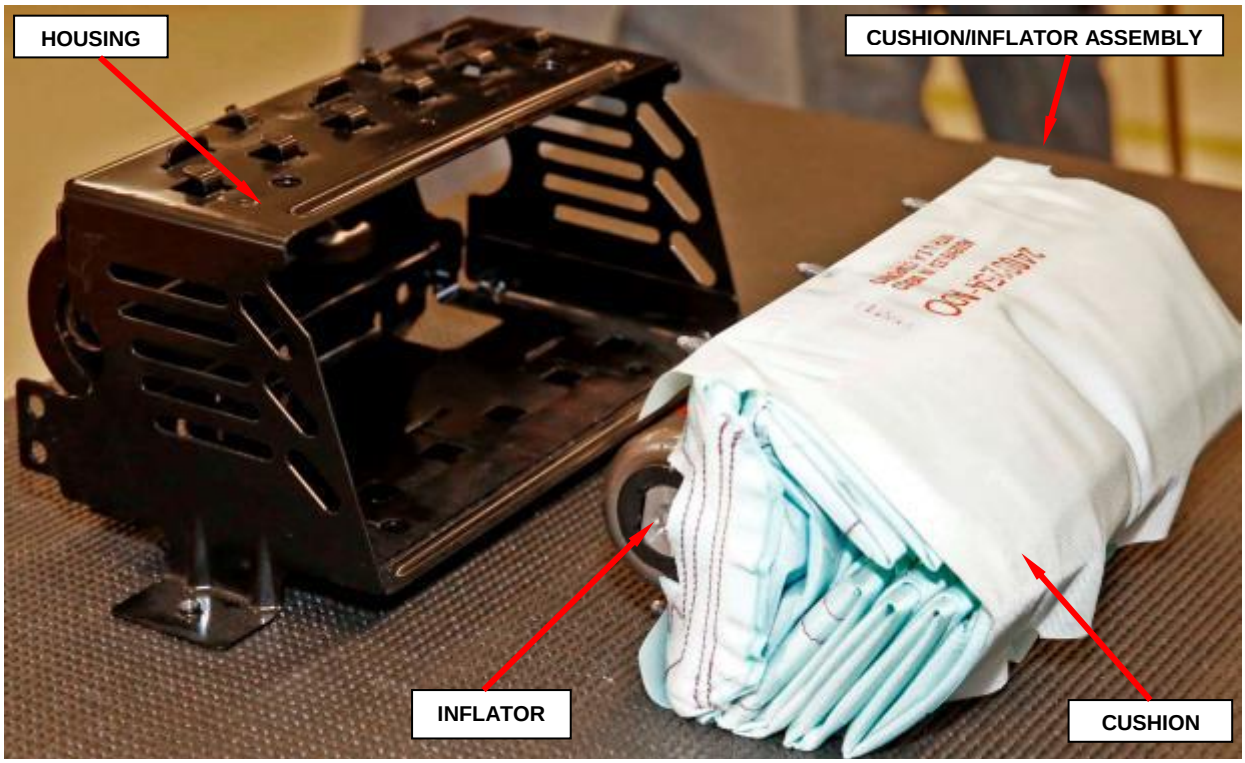

**Figure 21 – Cushion/Inflator Assembly**
e. Remove the cushion/inflator assembly from the housing (Figure 21).